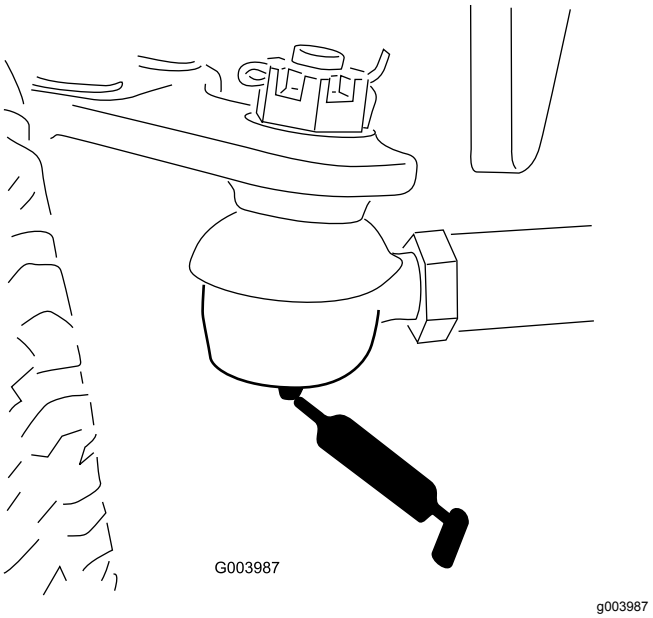

Figur 42
- Bageste akselforbindelsesstang (2) (Figur 42)